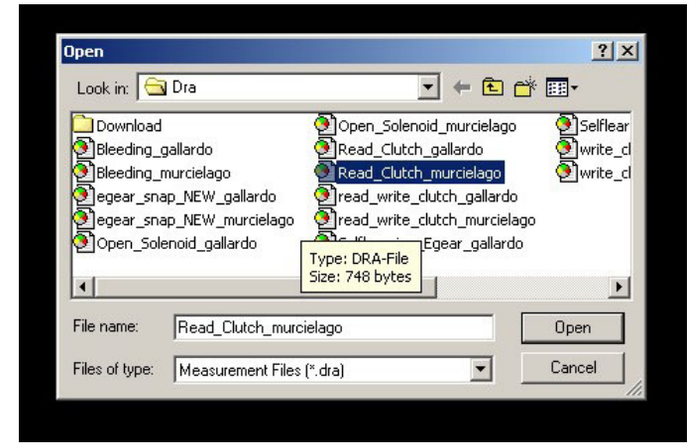

Fig.1
3. Press the "**Measurement file**" icon and then select **Read_Clutch_murcielago.dra** (**Fig.1**).